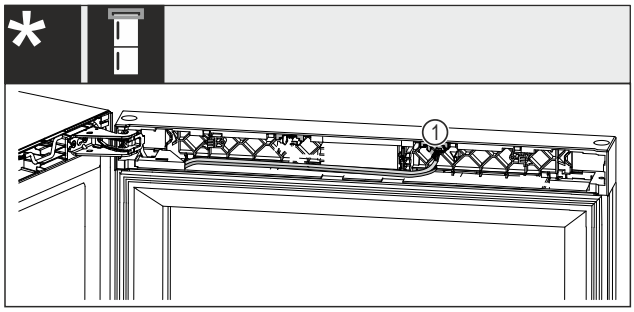

*Fig. 25 Wein-Gefrier-Kombinationen**
- ▶ Stecker *Fig. 25 (1)* aus dem Nest herausziehen.*